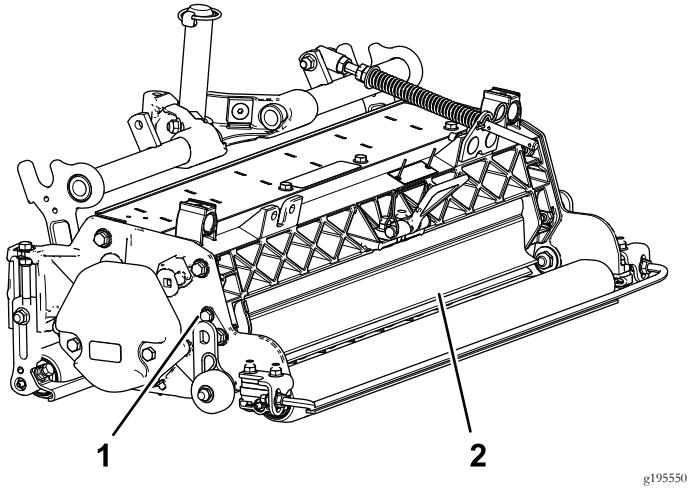

Figura 10
1. Desaperte os parafusos no apoio do resguardo de relva (Figura 10).
2. Rode o resguardo de relva para a posição pretendida e aperte os parafusos (Figura 10).